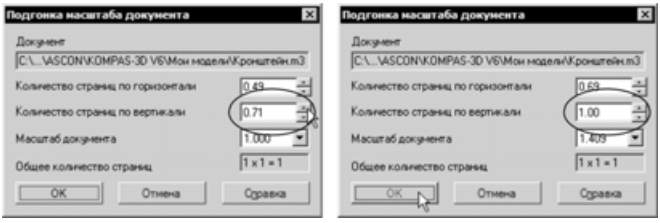

Рис. 2.137
- Щелкните на кнопке счетчика увеличения/уменьшения как на рис. 2.137, слева. Система определит оптимальный масштаб 1.409 (рис. 2.137, справа)[1]. При этом количество страниц в горизонтальном направлении (и общее количество) станет равным 1. Для выхода из диалога нажмите кнопку **OK**.